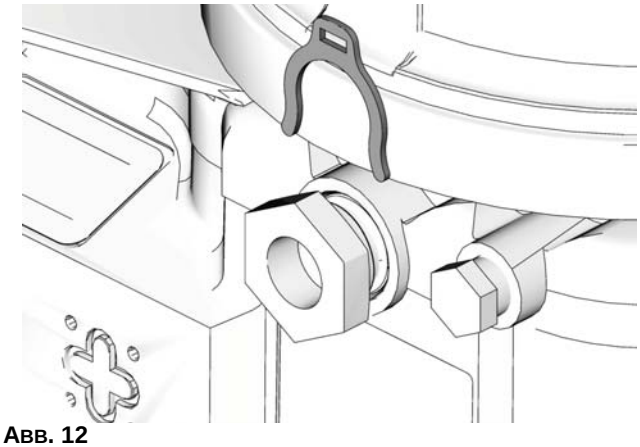

Abb. 12
Setzen Sie für eine Einstellung des Pumpenfördervolumen entweder kein (0) Distanzstück oder ein bzw. zwei Distanzstücke ein (Abb. 12).